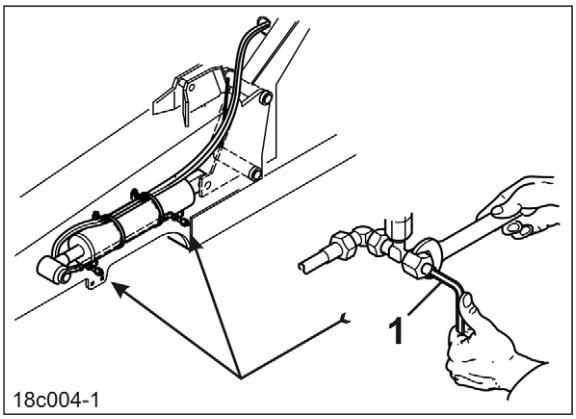

**Fig. 272**
Utilisez une clé Allen (Fig. 272/1) pour modifier l'ouverture du limiteur et donc le débit d'huile du vérin hydraulique. La machine possède 4 limiteurs.
2. Procédez au réglage [voir tableau (Fig. 272)].